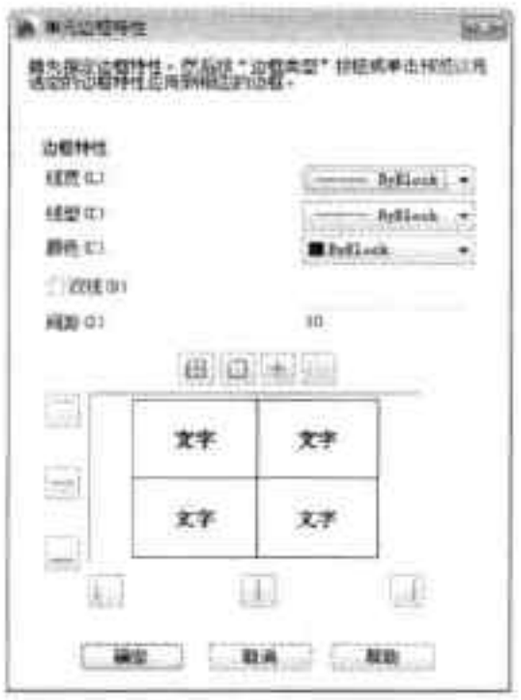

图8-80 “单元边框特性”对话框
Step19 全选表格，执行“表格单元 > 单元样式 > 单元边框”命令，打开“单元边框特性”对话框，如图 8-80 所示。